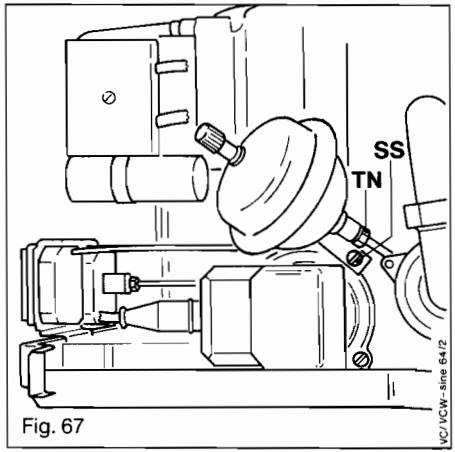

Fig. 67
14.12.1 DHW expansion vessel (Fig. 67)